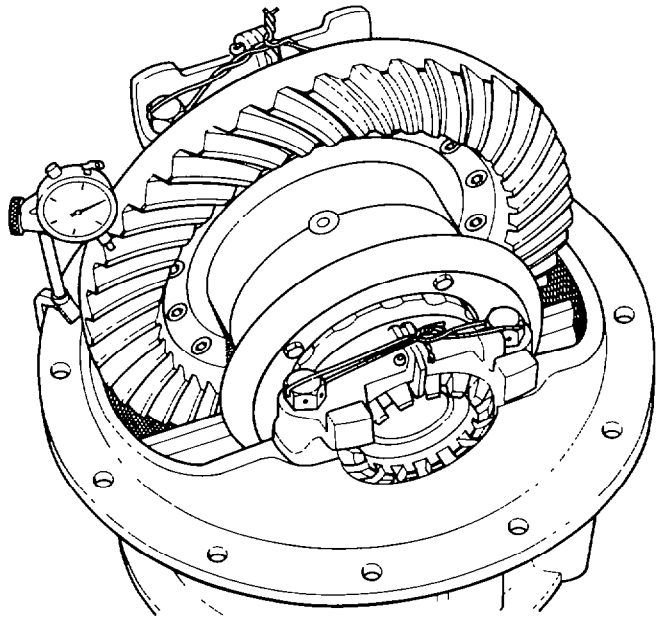

Fig. 362 — Measuring Crownwheel with Dial Indication
i. To adjust the backlash loosen the bearing adjuster on the back-face of the crownwheel one notch. Tighten the adjuster on the teeth-side of the crownwheel until it contacts the bearing cup. Contact is felt in the form of increased resistance to adjuster movement. Continue to tighten the same adjuster two or three notches, mount a dial indicator on the carrier as shown in fig. 362. The backlash should be between 0.152 – 0.406 mm (0.006 – 0.016 in.). Adjust the bearing adjusters to obtain the correct backlash.